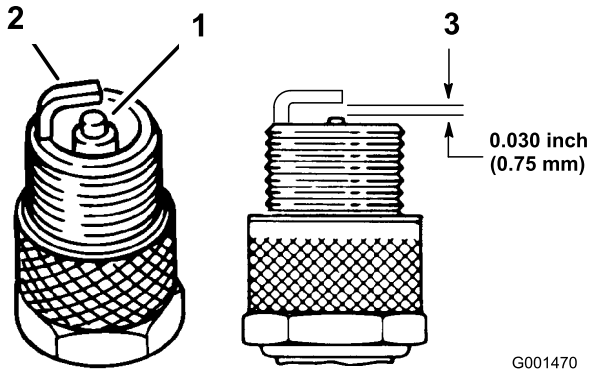

Figur 45
4. Kontroller sideelektrodens, midterelektrodens og midterelektrodens isolators tilstand for at sikre, at disse ikke er beskadiget (Figur 45).
5. Indstil gnistgabet mellem midten og siden af elektroderne til 0,762 mm (Figur 45).